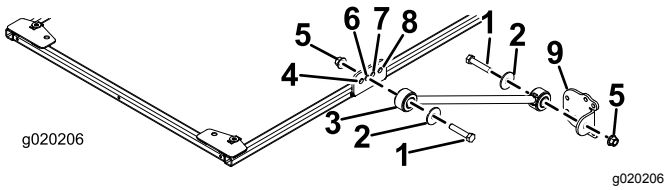

Bild 21
- Modelle 30446, 30446N, 30447 und 30447N: Befestigen Sie eine Strebe an jeder Seite des Sonnendachrahmens mit einer Schraube (½" x 2½"), einer Scheibe (½") und einer Bundmutter (½") lose im **zweiten** Loch der Strebenhalterung, wie in Bild 21 abgebildet.